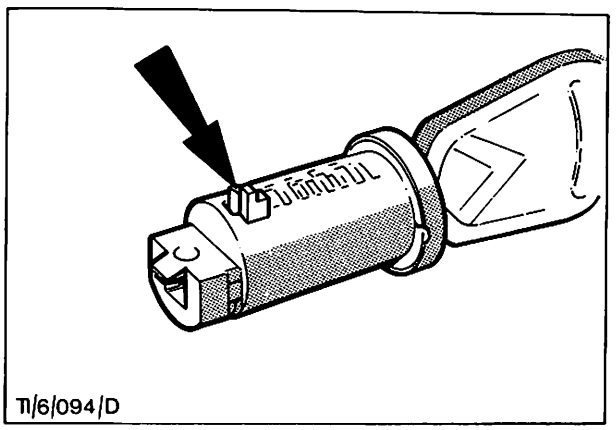

Abb. 78 Schließwalze mit ganz eingeschobenem Zündschlüssel (Pfeil zeigt den Sicherungsbart)
6. Zündschlüssel etwa 5 mm zurückziehen. Dadurch wird ein weiterer Sicherungsbart, Abb. 78, der auf die Abschrägung der Hülse einwirkt, mit dem Kern zu einem bündigen Abschluß gebracht.
8. Zündschlüssel ganz in die Schließwalze schieben und etwa 5 mm zurückziehen, um den zusätzlichen Bart, Abb. 78, mit dem Zylinder auszurichten.